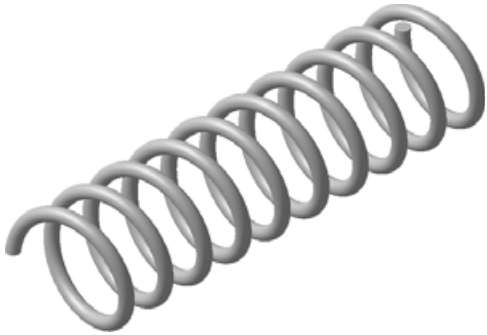

Рис. 8.43
- Закройте окно настройки параметров детали и нажмите кнопку **Перестроить** на панели управления — изображение пружины примет более гладкие очертания (рис. 8.43).